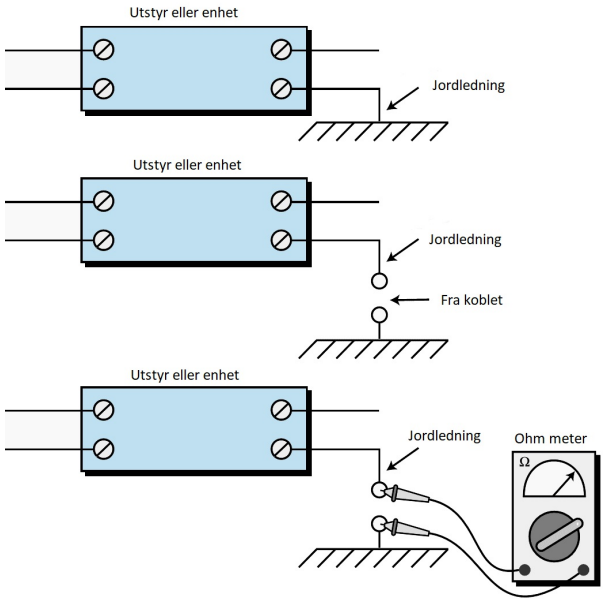

Figur 2: Fremgangsmåte for å identifisere jordsløyfer.
2. Mål motstanden mellom den frakoblede ledningen og jordpunktet den normalt er koblet til (se Figur 2).